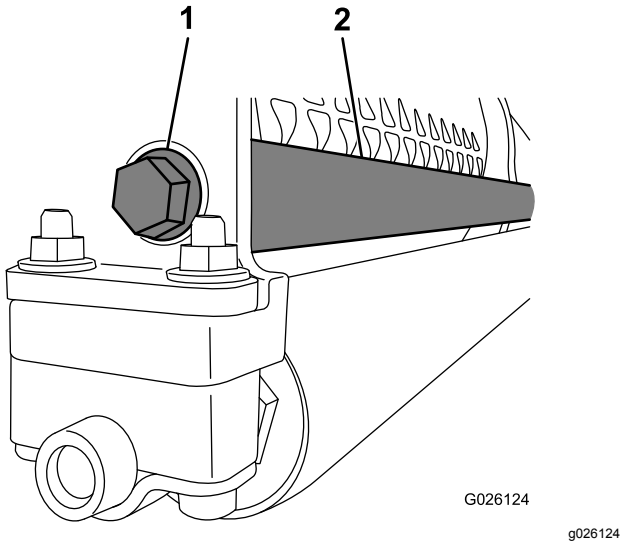

**Figur 15**
4. Fäst viktstångens gängade ände vid ramen med en flänsskruv (Figur 15).